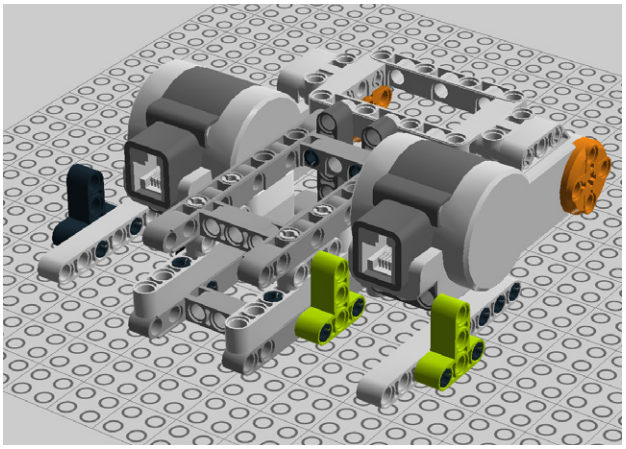

Figure 7-39. *Step 32: Adding the other T-beams*
32. Add two more T-beams to the opposite side, as shown in Figure 7-39.